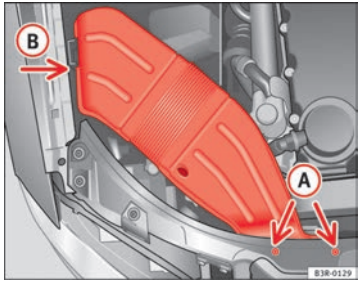

Abb. 190 Luftführungshutze an rechter Fahrzeugseite
– Drehen Sie die Schrauben (A) ⇒ Abb. 190 heraus.
– Ziehen Sie die Luftführungshutze aus der Führung (B) und nehmen Sie diese heraus. ■